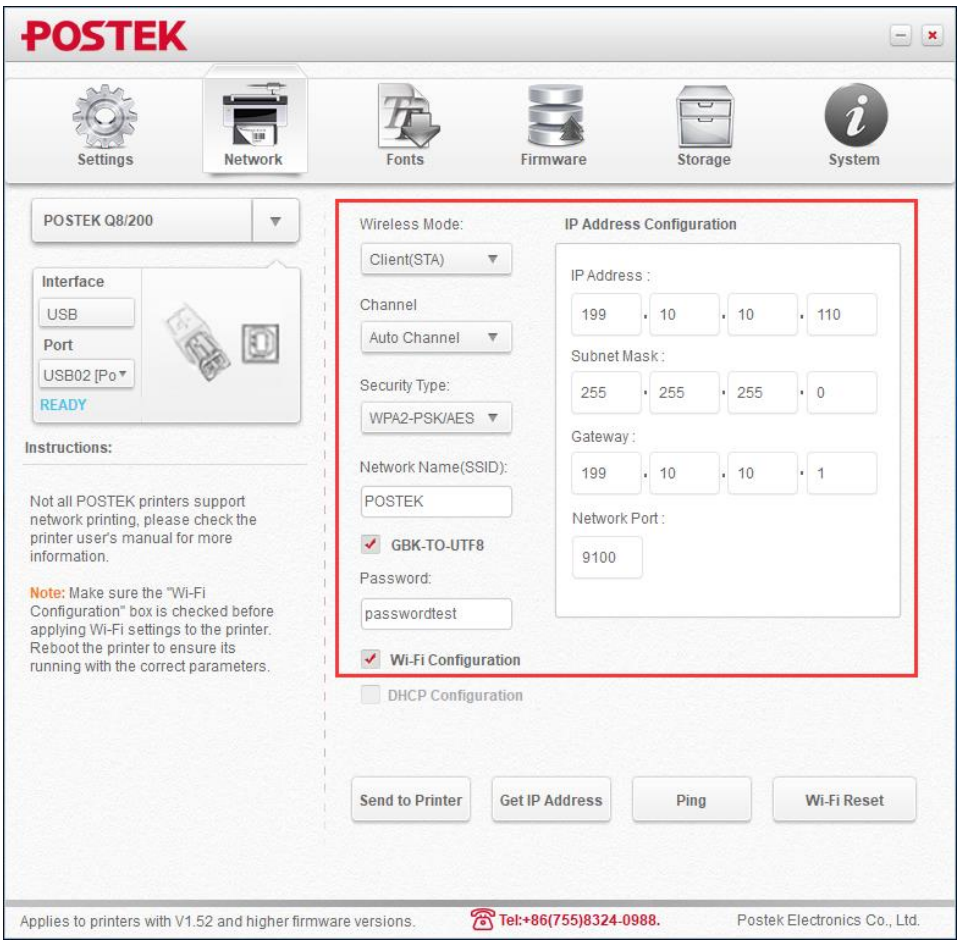

Figure 2-27 Wireless Network Configuration
4. Enter the wireless mode, channel, security type, network name (SSID), password and IP address, then click "Wi-Fi Configuration", as shown in Figure 2-27.